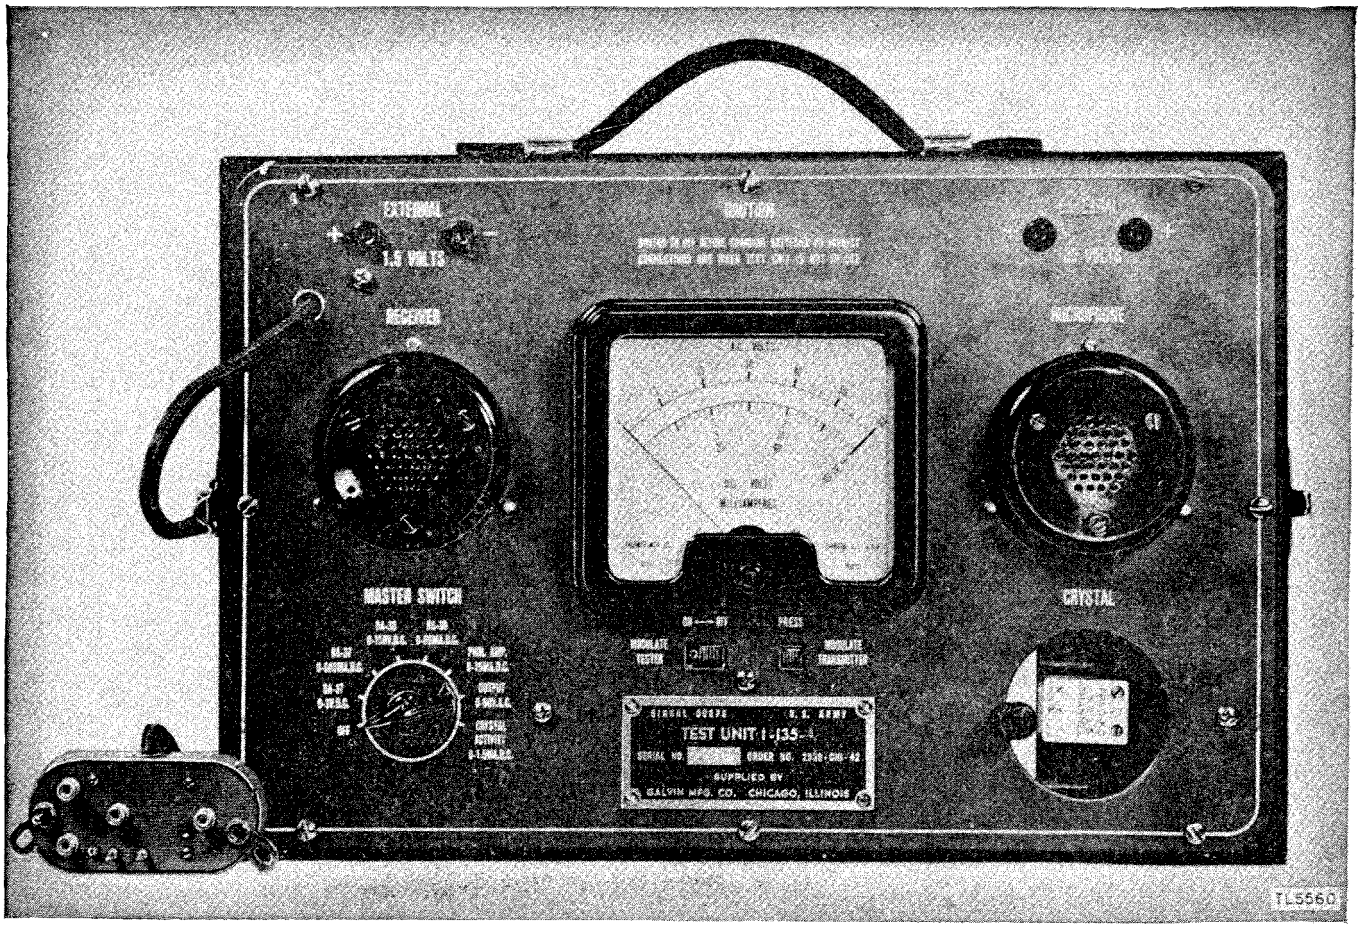

Figure 62. Test Unit I–135–( ).
Test Unit I–135–( ) contains a multirange voltmeter and milliammeter, a crystal tester, and an r-f and a-f signal source. (See fig. 62.) The test unit is used for measuring battery voltage and current, r-f amplifier plate current audio output voltage, and crystal activity. In addition, it supplies a modulated r-f signal source for the test, alignment, and presetting of the receiver and an a-f signal source for determining the modulation capability of the transmitter. It combines in one case all the meters and additional apparatus required for use with Test Equipment IE–15–A. (See par. 76.)
e. The positions of the MASTER SWITCH of the test unit (fig. 62) are as follows:
(1) OFF, in which position the external and internal batteries of Test Unit I–135–( ) are disconnected from the test unit and the radio set chassis. The radio set and oscillator are in all other positions of the MASTER SWITCH.
(2) BA-37 O-3V. D. C., in which position the meter indicates the voltage of the external A battery or Battery BA–37.
(5) BA–38 0–60 MA. D. C., in which position the meter indicates the current drain of the external B battery or Battery BA–38.
(6) PWR. AMP. 0–15 MA. D. C., in which position the meter indicates the r-f power-amplifier plate current when the radio set is in the transmit position.
(7) OUTPUT 0–60 V. A. C., in which position the meter indicates the audio output voltage of the receiver circuit. (The meter is connected across the test unit earphone.)
(8) CRYSTAL ACTIVITY 0–1.5 MA. D. C.,